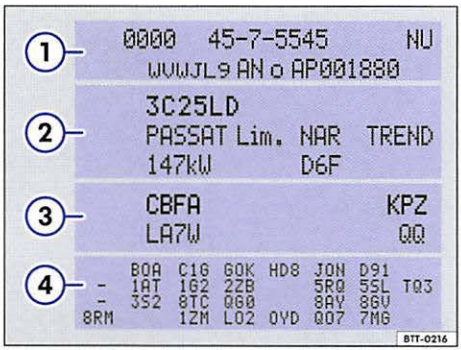

Fig. 14 Vehicle identification label: shown in the example with engine identification code CBFA ③.
The vehicle identification label ⇒fig. 14 is affixed to the area of the spare wheel well in the luggage compartment and contains the following information:
① Vehicle identification number (VIN)
② Vehicle type, engine output, transmission ▶
③ Engine and transmission code letters, paint number, interior. In the example, the engine classification code is "CBFA" ⇒ fig. 14.
④ Optional equipment, part numbers